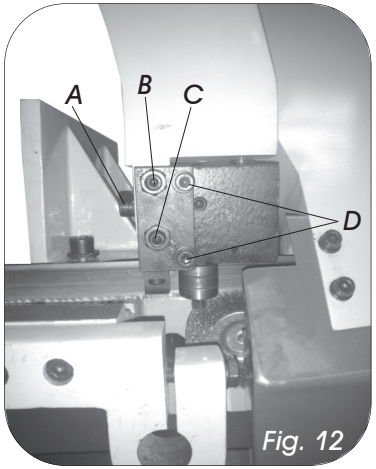

Fig. 12
- Start with right fixed arm to begin with, place a set square on the bed and against the blade to see what adjustment is needed (Fig. 12).
- Make sure both cap head bolts (D) are tight before any adjustment is made.
- Slightly slacken off the cap head bolt (A) but do not remove.
- Adjusting screw (B) will move the top part of the blade, or adjusting screw (C) will move the bottom part of the blade, screwing inwards will bend the blade towards you, screwing outwards will bend it away from you.
- Once the right side of the blade is adjusted correctly, then tighten both nuts up and re-tighten cap head bolt (A).